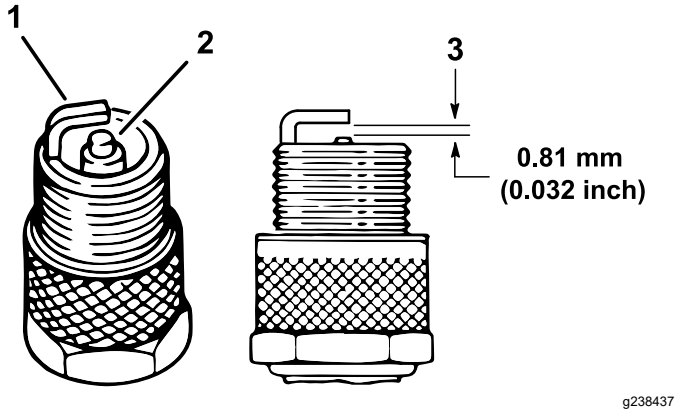

Figur 38
4. Kontrollera att inte sidoelektroden, mittelektroden och mittelektrodsisolatorn är skadade (Figur 38).
5. Kontrollera att luftgapet mellan mitt- och sidoelektroderna är 0,81 mm. Se (Figur 38).